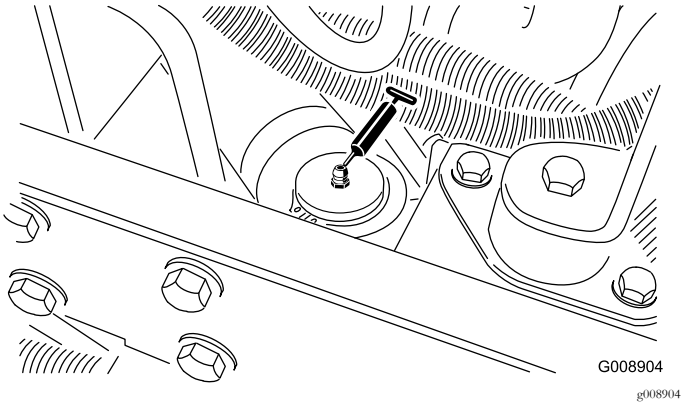

Figur 60
- Akselstyresylinder (Figur 60).